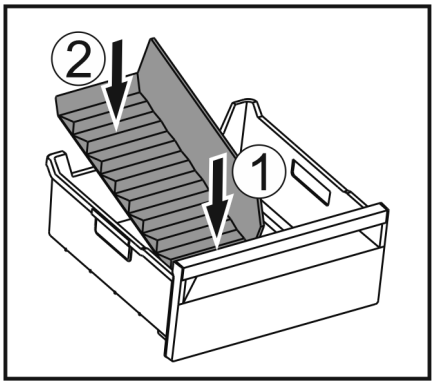

Fig. 187
▶ Installer la partie avant du séparateur de congélateur. *Fig. 187 (1)*
▶ Abaisser la partie arrière du séparateur de congélateur jusqu'au fond du tiroir. *Fig. 187 (2)*